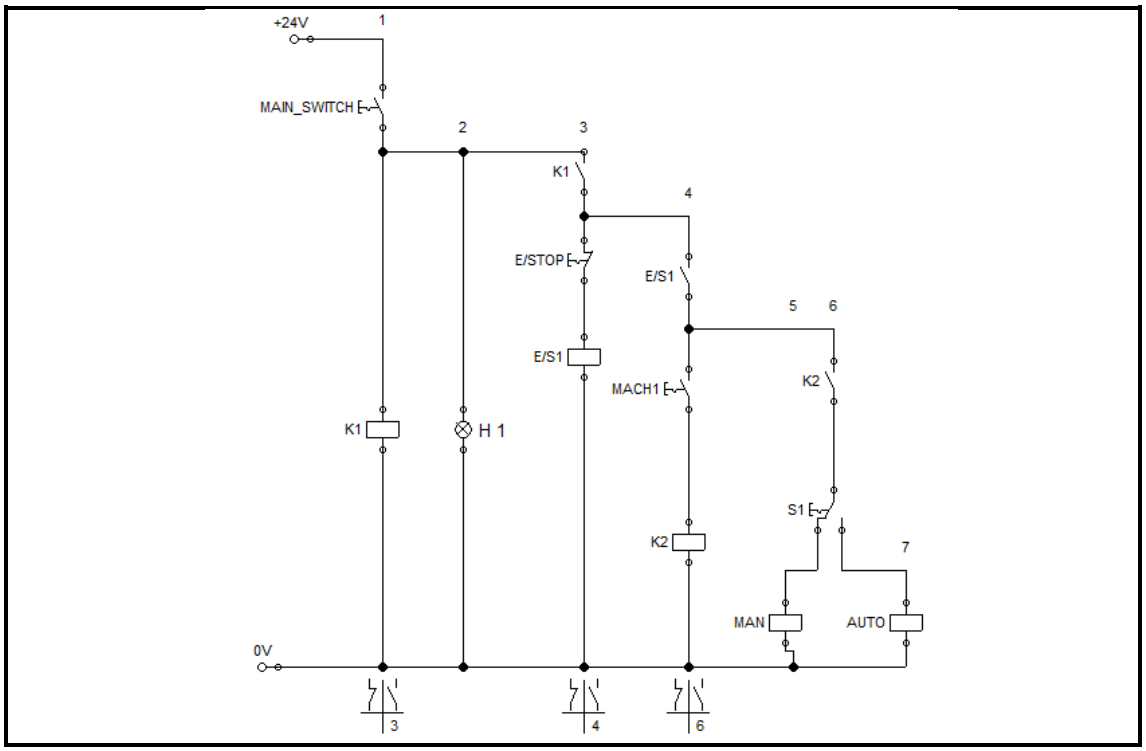

FIGURE 2 (12)
4.1 FIGURE 2 below shows a safety control switching circuit.